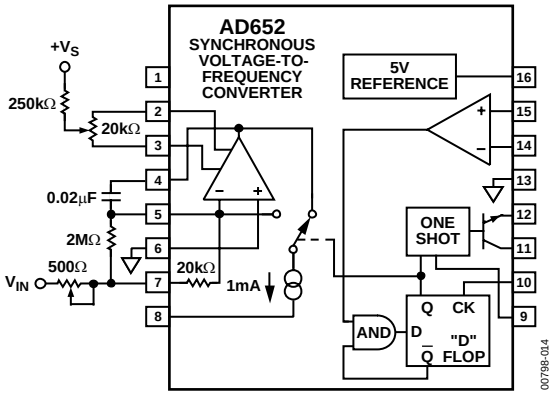
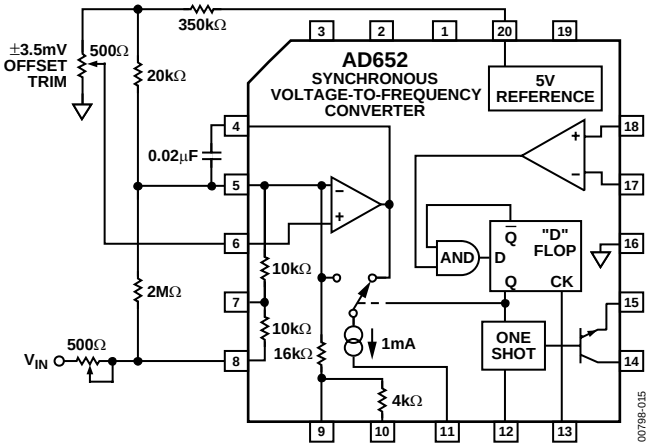

Figure 14. CERDIP Gain and Offset Trim
Figure 15. PLCC Gain and Offset Trim
The gain error of the AD652 is laser trimmed to within ±0.5%. If higher accuracy is required, the internal 20 kΩ resistor must be shunted with a 2 MΩ resistor to produce a parallel equivalent that is 1% lower in value than the nominal 20 kΩ. Full-scale adjustment is then accomplished using a 500 Ω series trimmer. See Figure 14 and Figure 15. When negative input voltages are used, this 500 Ω trimmer is tied to ground and Pin 6 is the input pin.
The offset of the op amp may be trimmed to zero with the trim scheme shown in Figure 14 for the CERDIP package and Figure 15 for the PLCC package. One way of trimming the offset is by grounding Pin 7 (8) of the CERDIP (PLCC) device and observing the waveform at Pin 4. If the offset voltage of the op amp is positive, the integrator has saturated and the voltage is at the positive rail. If the offset voltage is negative, there is a small effective input current that causes the AD652 to oscillate; a sawtooth waveform is observed at Pin 4. The potentiometer should be adjusted until the downward slope of this sawtooth becomes very slow, down to a frequency of 1 Hz or less. In an analog-to-digital conversion application, an easier way to trim the offset is to apply a small input voltage, such as 0.01% of the full-scale voltage, and adjust the potentiometer until the correct digital output is reached.